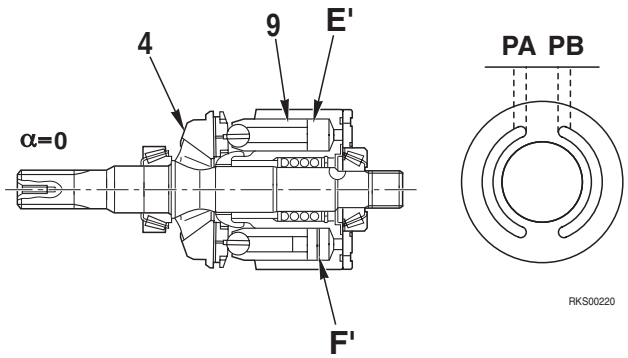

Fig. 2
ii) If center line **X** of rocker cam (4) is in line with the axial direction of cylinder block (9) (swash plate angle = 0), the difference between volumes **E'** and **F'** inside cylinder block (9) becomes 0, so the pump does not carry out any suction or discharge of oil (Fig. 2).